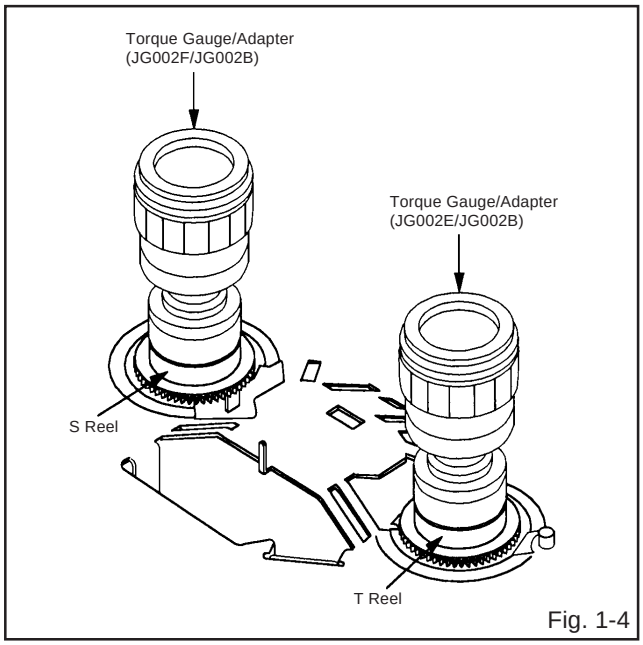

Fig. 1-4
2. Install the Torque Gauge **(JG002F)** and Adapter **(JG002B)** on the S Reel. Set to the Rewind mode. **(Refer to Fig.1-4)**
(S Reel Brake) **(Refer to Fig. 1-4)**
(T Reel Brake) **(Refer to Fig. 1-4)**